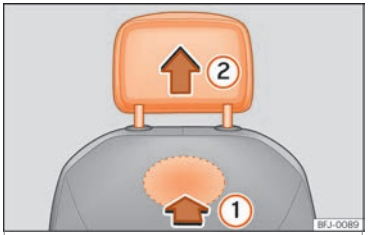

Fig. 144 Poggiatesta anteriore: smontaggio.
- Per sbloccarlo, cercare il meccanismo di abbassamento situato nella zona contrassegnata della parte posteriore dello schienale e premere nel senso della freccia ››› **fig. 144** (1).
- Estrarre il poggiatesta nel senso della freccia (2).